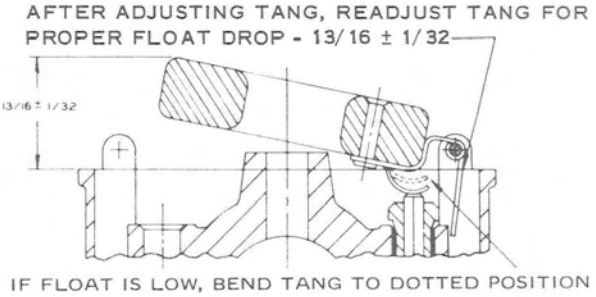

Figure 9. Float Drop Adjustment
2. After adjusting float level, adjust float drop to 13/16 ± 1/32". (Figure 9)